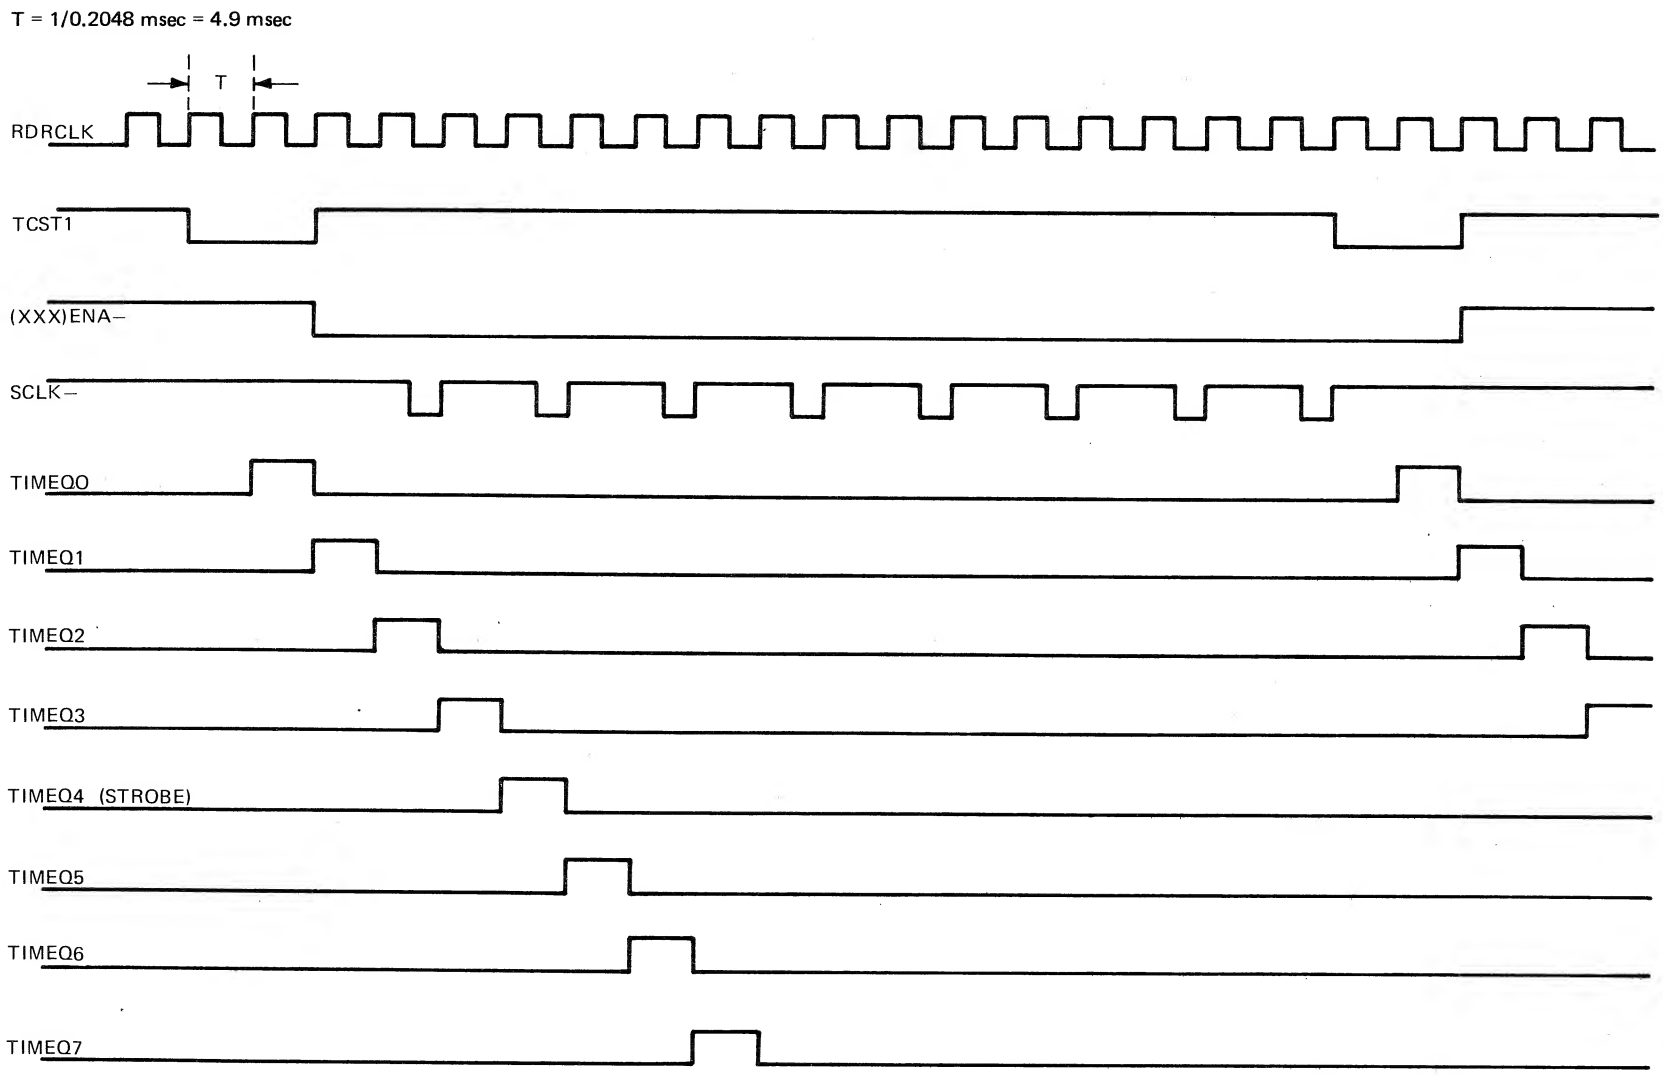

FIGURE 3-9.13. REMOTE DEVICE CONTROL TIMING DIAGRAM
The strobe is always issued at TIMEQ4 during each 88 μsec period of the timer generator (between TIMEQ0 times). The timer generator times are synchronized to terminal control via the terminal control state-ONE (TCST1) signal as shown in Figure 3-9.13. Therefore, all the times (TIMEQ0, TIMEQ6, etc.) always have the same relationship to the enables issued by terminal control.
(2) 1200-baud print LOCAL. A double-character decoder output line is provided for the 1200-baud print local option to use. This line is true only between the falling edge of the eighth system clock (SCLK-) for each SRVENA- and the rising edge of the TIMEQ0 signal (see the RDC timing diagram, Figure 3-9.13). The 1200-baud print-local option is described in paragraph 3-9.8.4.e.
(3) DC1-4 ON/OFF. Upon receipt of the double-character decoder DC1-to-4 OFF code, a latch is set at TIMEQ0 which inhibits the DC1 through DC4 codes from being acted upon when received from the line. This is done by gating out the SRVENA- signal going to the DC1-to-DC4 enabling option logic and switches, so that these functions cannot be strobed into the holding registers on a SRVENA- signal at timeQ0. The latch (DC1-4 OFFQ) is reset upon receipt of the DC1-4 ON code from the line or by switching the terminal off-line or by switching off the RDC OFF toggle switch.
(4) Status Request. Upon receipt of the status request code from the line, a status flipflop (STATUSQ) clocks in the state of the status (STAT-) output line from the double-character decoder at TIMEQ0. At TIMEQ5 an auxiliary-1 request (AUX1REQ-) is sent to terminal control, and at TIMEQ6 the status flipflop is cleared. When terminal control sends back an auxiliary-1-enable-to-send (AUX1ENAS-), the status is clocked from the status register on the RDC card to the transmitter and sent to the line as a 7-bit ASCII character. All bits of the status character are obtained from information on the KSR motherboard except the printer-off (PRNOFF-) indication which comes from the serial data bus during the status enable (STATUSENA-) time from terminal control.
(5) ASCII CAN character on playback error. The playback error status bit (RERROR) is monitored from an available KSR motherboard signal. When a playback error occurs, the RERROR indication is clocked into a register on the RDC PC card at TIMEQ0 (see RDC timing, Figure 3-9.13) and becomes RERRORQ. The RERRORQ signal going HIGH clocks a cancel/status flipflop (if the playback is on-line and ready and the OPTION switch is closed) which selects which data will be sent to the serial data bus on the next auxiliary-1-enable-to-send (AUX1ENAS-) signal from terminal control.
The cancel/status flipflop is reset during the CANRSTENA period at TIMEQO as shown in Figure3-9.13,and data sent after that will come from the status register until another playback error is detected. The CAN character option is inhibited by either opening the pencil switch (S2-7)